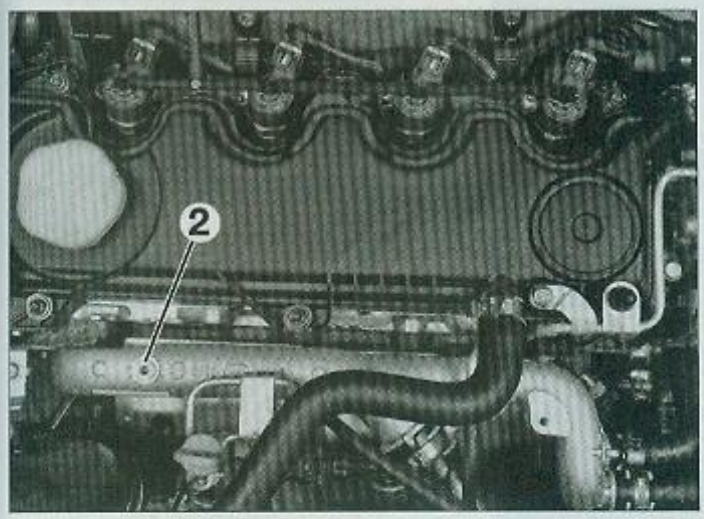

FIG. 22
- Ouvrir la vis de purge (2) (Fig.22).